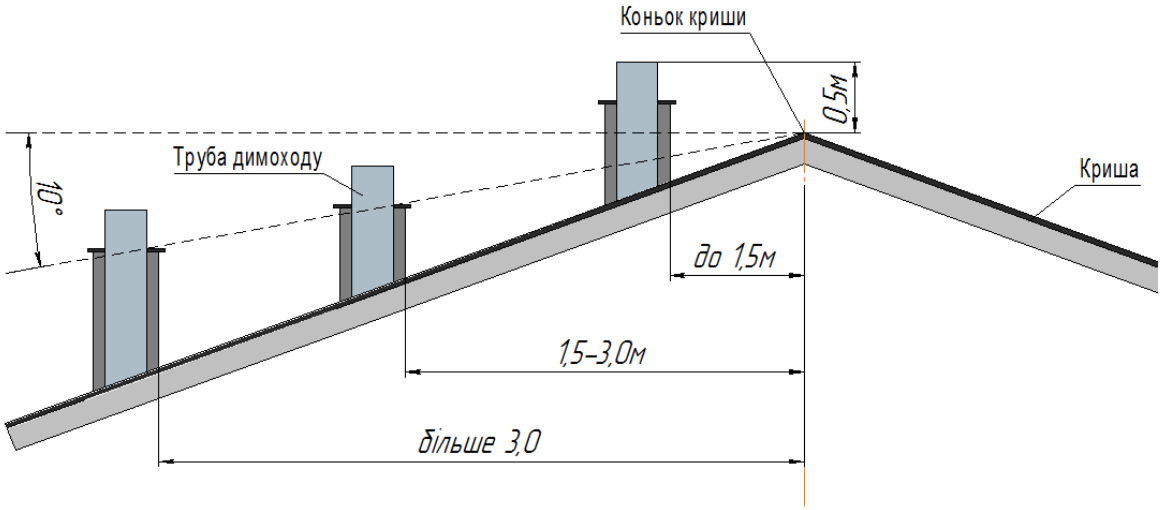
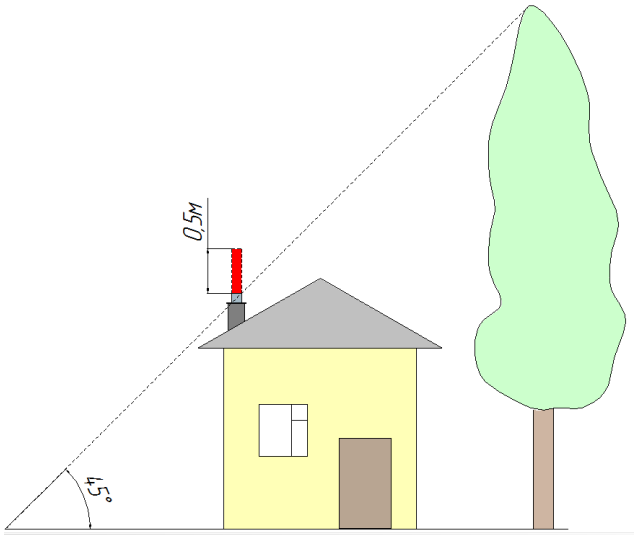

Рис.8 Рекомендована схема розміщення димової труби над гребеня даху.
Рис.9 Збільшення димоходу при наявності біля будівлі зони вітрового підпору.
8.4.3 Димохід повинен забезпечувати вихід димових газів з котла, не створюючи при цьому додаткових опорів (див. Рис.8 та Рис.9).